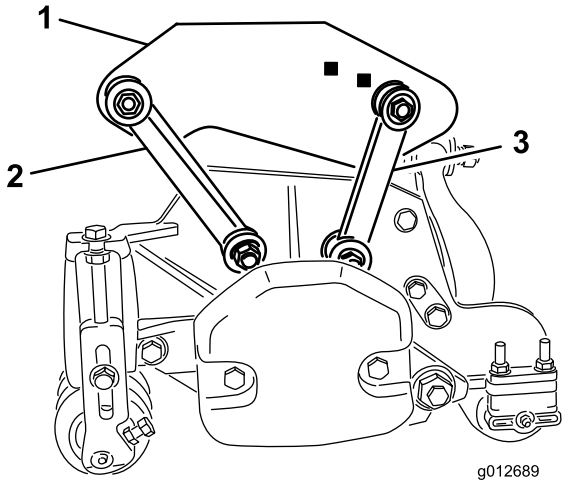

Figuur 19
- Bevestig de voorste montagekoppelingen in de openingen van het draagframe met een bout (3/8 x 2-1/4 inch), 2 platte ringen en een borgmoer, zoals getoond in Figuur 19. Plaats tijdens het monteren een ring aan beide zijden van de koppeling. Draai het bevestigingsmateriaal vast tot 42 Nm.
- Bevestig de achterste montagekoppelingen in de openingen van het achterste draagframe met een bout (3/8 x 2-1/4 inch), 2 platte ringen en een borgmoer, zoals getoond in Figuur 19. Plaats tijdens het monteren een ring aan beide zijden van de koppeling. Draai het bevestigingsmateriaal vast tot 42 Nm.